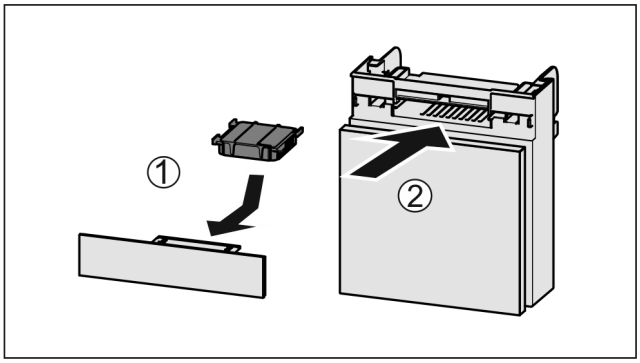

Fig. 170
▶ Filtr s aktivním uhlím vložte podle vyobrazení *Fig. 170 (1)*.
▶ Zásuvku zasuňte *Fig. 170 (2)*.